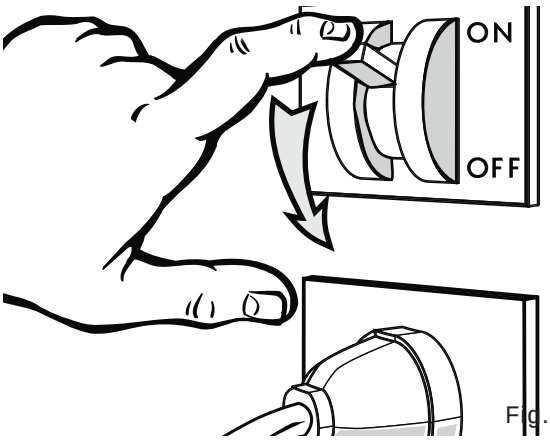

Fig. 19
- Togliere la tensione elettrica al banco tramite l'interruttore sezionatore generale a parete ("Fig. 19").